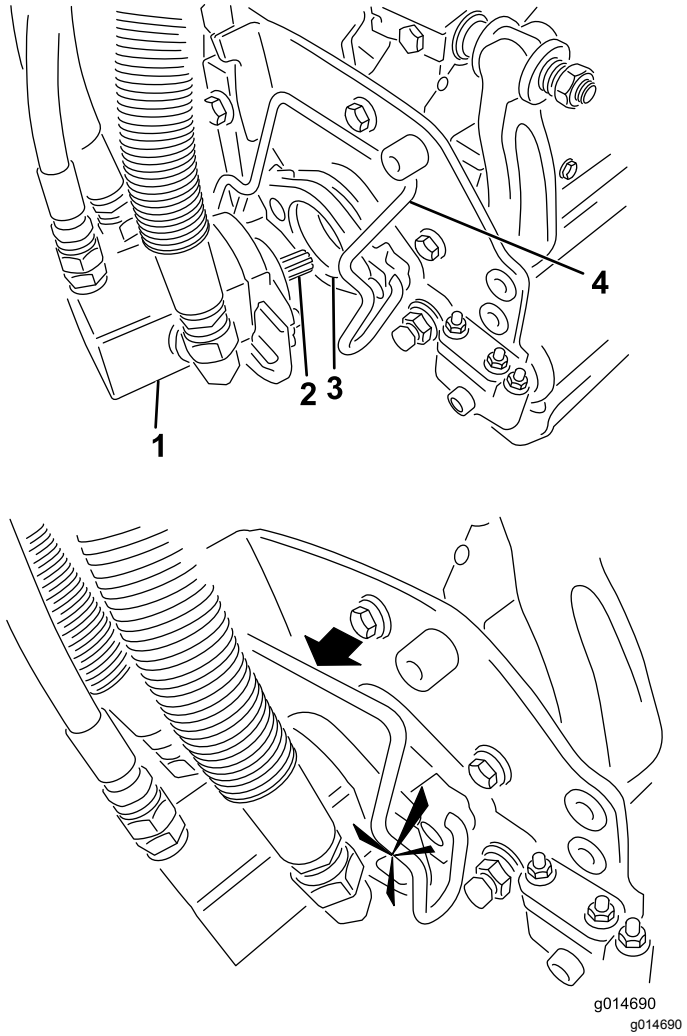

Figur 44
5. Dekk kileakselen i klippeenhetsmotoren med rent smørefett (Figur 44).
6. Sett motoren inn på klippeenhetens venstre side (fra brukerens synspunkt), og dra motorholdebøylen på klippeenheten mot motoren til du hører et "klikk" på begge sider (Figur 44).